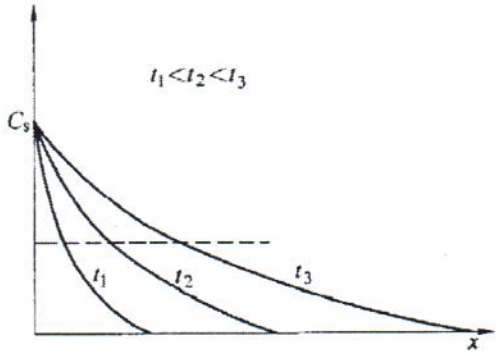

图 10-2　第六题第 1 小题图
1. 菲克第二定律的解之一是误差函数解，$C = A + B\mathrm{erf}\left(\frac{x}{2\sqrt{Dt}}\right)$，它可用于纯铁的渗碳过程。若温度固定，不同时间碳的浓度分布则如图 10-2。已知渗碳 1 小时后达到某一特定浓度的渗碳层厚度为 0.5mm，问再继续渗碳 8 小时后，相同浓度的渗层厚度是多少？